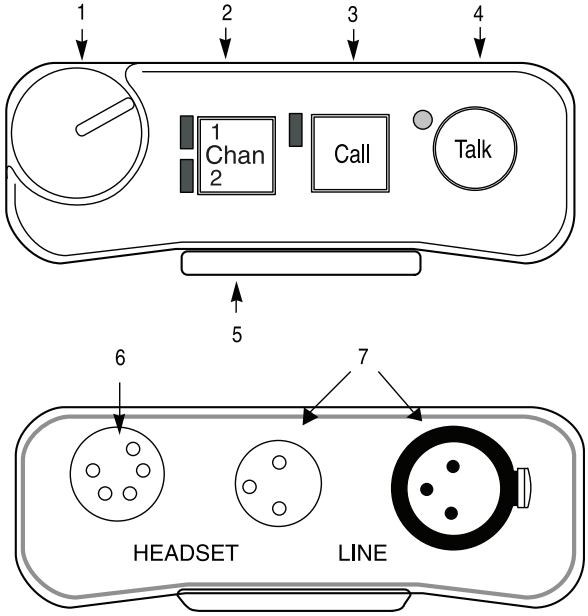
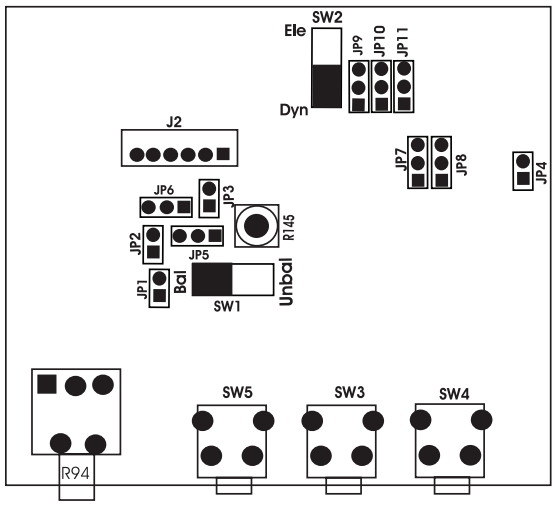

Figure 2-1. Connections and Controls, BP-319 and BP-351
Figure 2-2. Internal Jumpers and Switches
- A loop through connection connects several belt packs in a chain. Since this is often the preferred method of connection, a line loop connector has been added to new units (See figure 2.1).
NOTE: The numbers refer to the callouts in Figure 2-1.
There are several internal switches, jumpers and adjustments that affect operation. These are described below. To gain access to the switches, jumpers and adjustment, disconnect all power and line connections. Remove two screws from the top of each side of the case and two screws from the bottom of each side of the case. The jumper and switch locations are shown in Figure 2-2.
The side tone adjustment is accessible either internally (see Figure 2-2) or by removing the belt clip mounting screw shown in Figure 2-1.